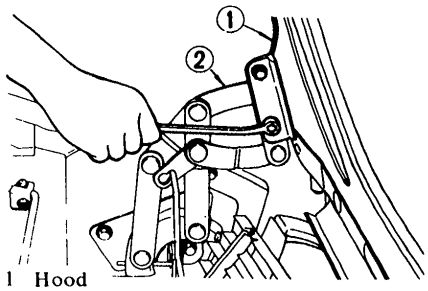

Fig. BF-26 Removing hood
3. Support engine hood with hand and remove bolts securing hood hinge to hood, taking care not to let the hood slip when bolts are removed. See Figure BF-26.